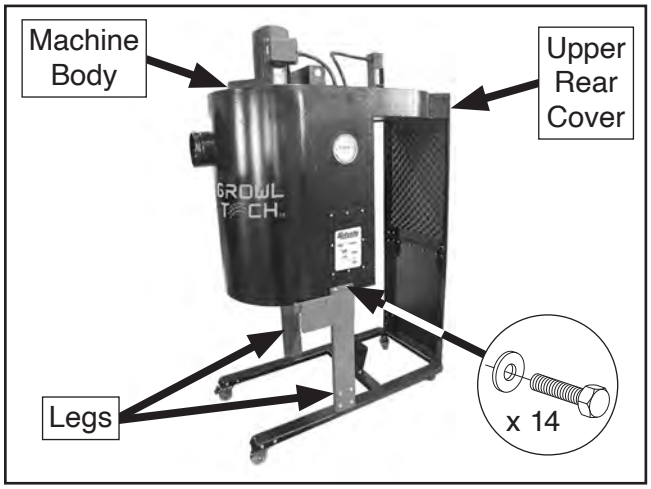

Figure 24. Machine body attached to stand.
9. Attach machine body to upper rear cover and legs with (14) 5/16"-18 x 3/4" hex bolts and (14) 5/16" flat washers, as shown in **Figure 24**.